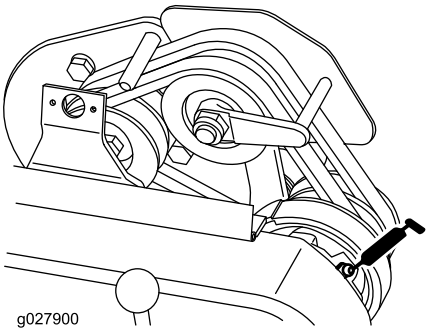

Figuur 21
- 1 op het lager van de vermogensas (Figuur 21).